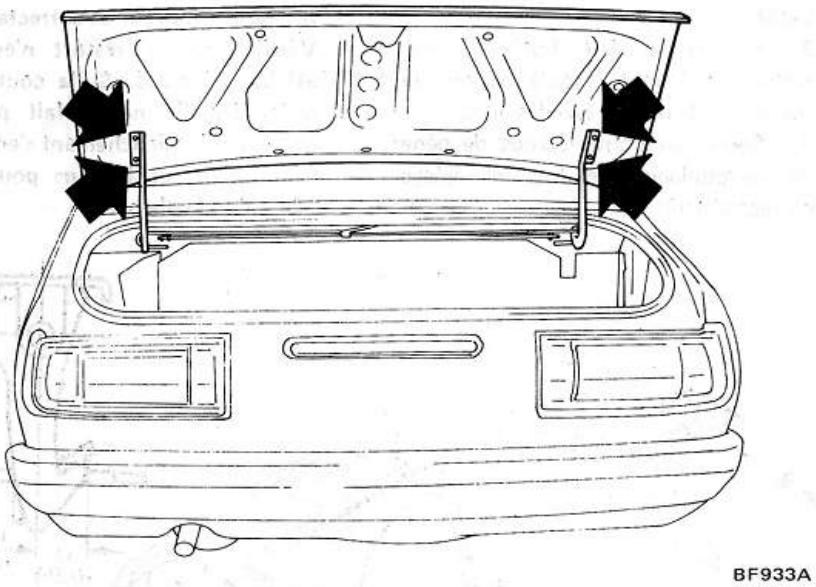

Fig. BF-16 Dépose du couvercle de coffre
3. Soutenir le couvercle de coffre à la main. Retirer les vis de fixation du couvercle de coffre à ses charnières et déposer le couvercle. Voir Fig. BF-16.